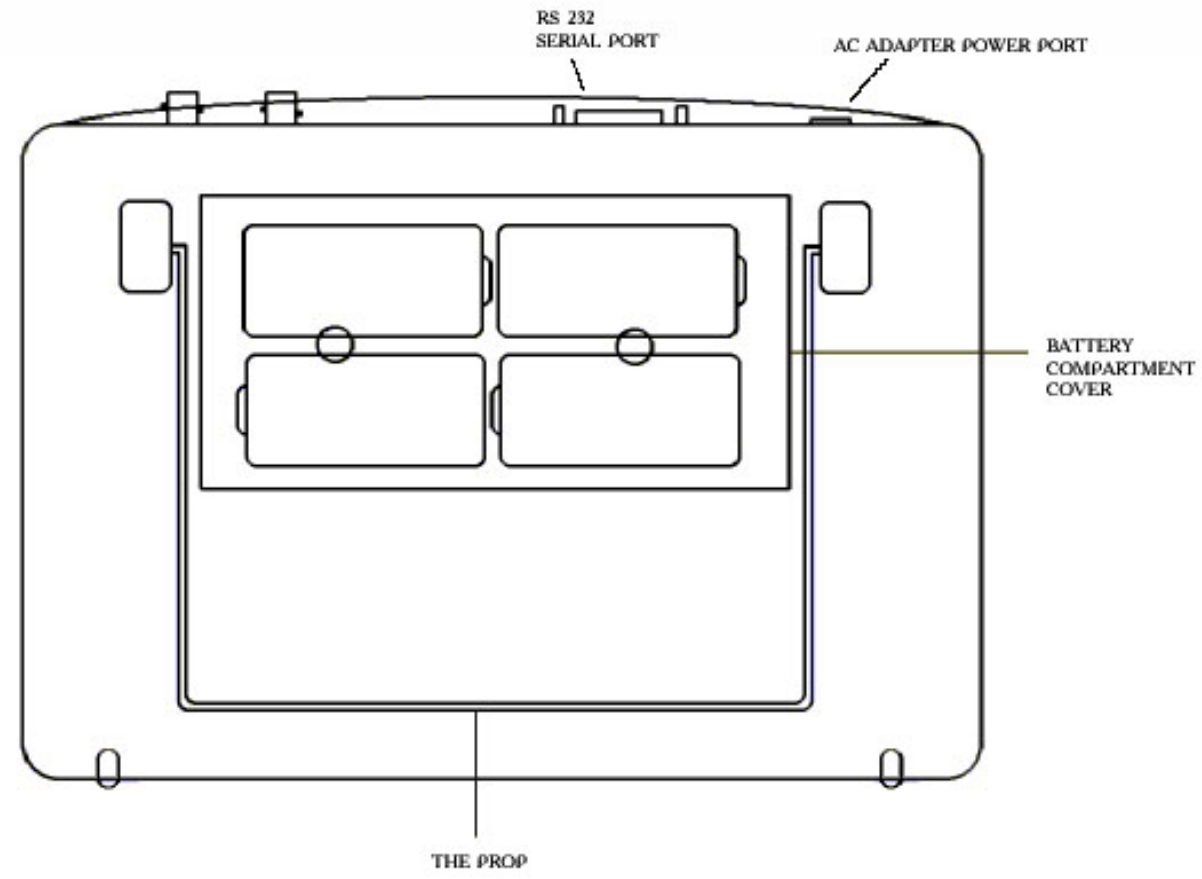

***Figure 1-1 Rear view of instrument***
The UD2V-P45 operates on four D-size or four C-size (optional) batteries, located in the rear of the housing, or by using 9-12V AC power adapter (figure 1-1). To remove/install the battery compartment cover, use the two thumb-screws. It's recommended that you install 7.0 Ahr rechargeable NiMh (Nickel Metal Hydride) batteries but the instrument will accept alkaline and rechargeable NiCad batteries. Whichever type of batteries you install, be sure to properly align the batteries' poles as marked in the battery compartment.
***NOTE:*** *The UD2V-P45 can be operated on AC power with the AC/DC power adapter. This adapter is connected to the instrument though the Power Adapter Port shown in Figure 1-1.*